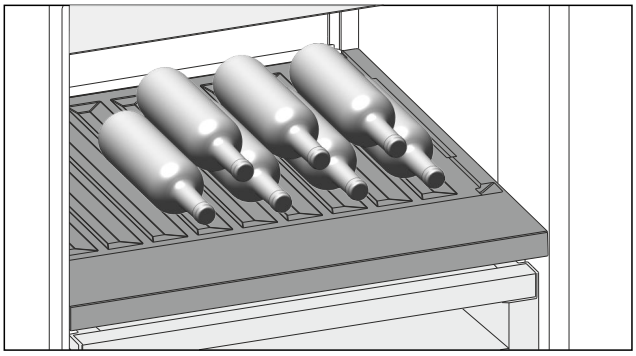

Fig. 108 Vejledende illustration
▶ Indlæg flasker med bunden først, ind mod bagvæggen. (se Fig. 108)